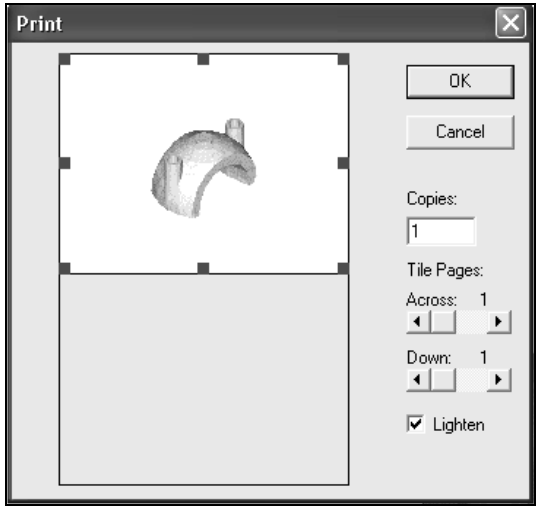

Рис. 12.28. Диалоговое окно **Print**
2. В открывшемся ДО **Print** (Печать) (рис. 12.28) задать размеры и количество копий изображений.